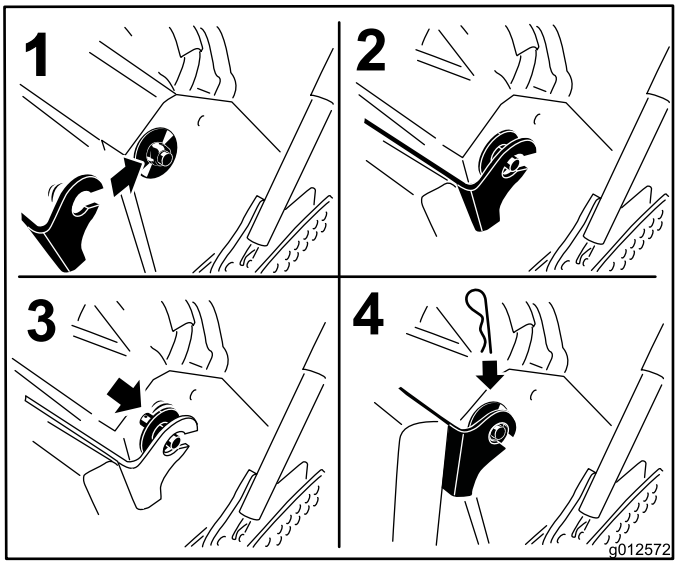

Figur 35
6. Hæv puden, og sæt den på tapperne på begge sider af maskinen (Figur 35).
7. Skub de store skiver med plastikbøsningerne ind i pudebeslaget, og fastgør dem med en låseclips (Figur 35).